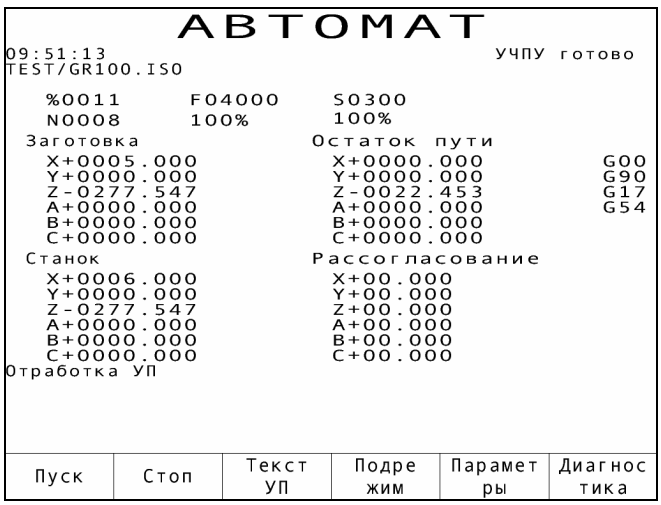

Рис. 7.4
7.5.6. На пятой странице (рис. 7.4) индицируется следующая информация: